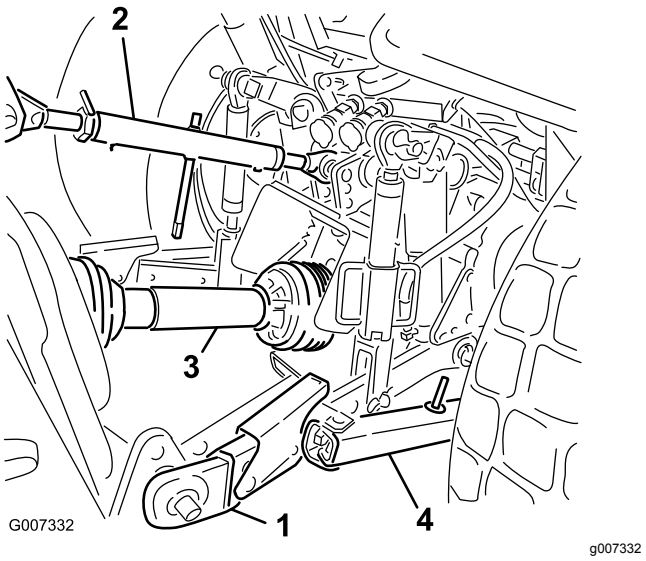

**Figur 4**
**Traktorkomponenter (Figur 4)**